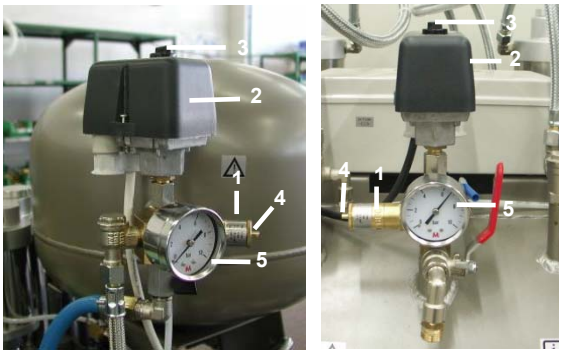
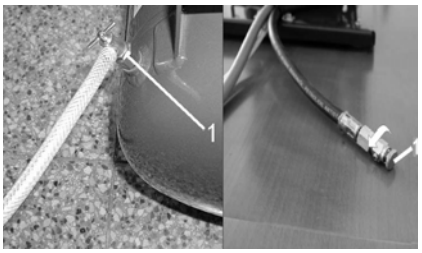
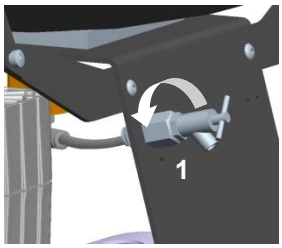

Fig.13
Fig.14
Fig.15 DK50 2V
(Fig.13)
Compressors (Fig.14, Fig.15)
If the compressor will not be used for a prolonged time period, drain any condensate from the air tank. Then turn on the compressor for 10 minutes, keeping the drain valve open (1) (Fig.14, Fig.15). Switch off the compressor by switch (3) at pressure switch (2) (Fig.13), close the drain valve and disconnect the appliance from the mains.
- Release air pressure in the pressure tank by opening the drain valve (1) (Fig.14, Fig.15).